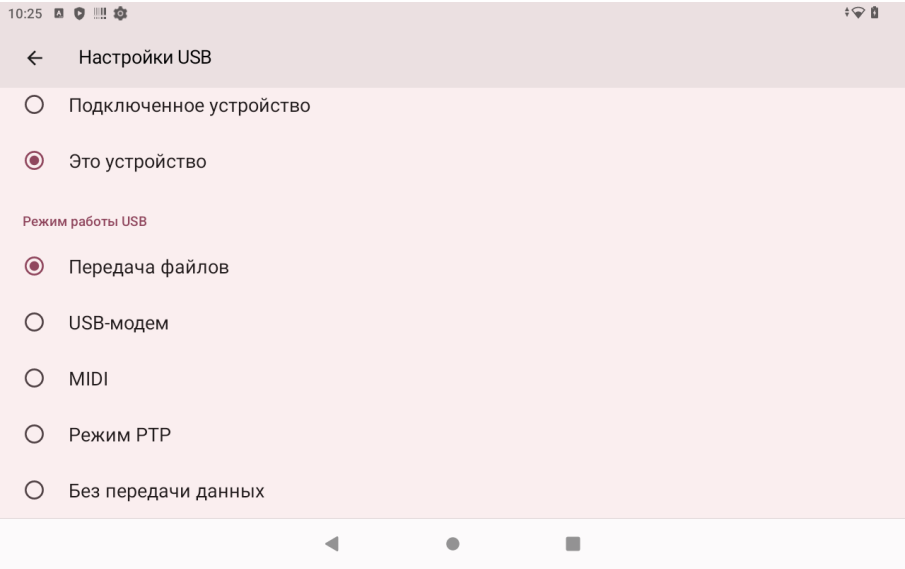

Рис. 5.2 – Режим работы USB «Передача файлов»
3. Выбрать режим работы USB «Передача файлов» (рис. 5.2)